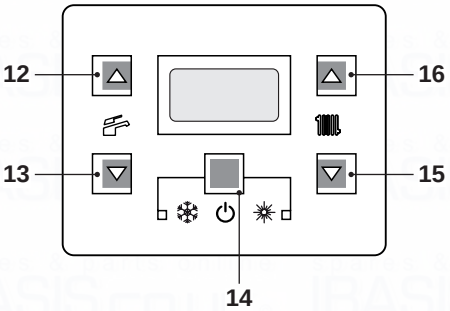
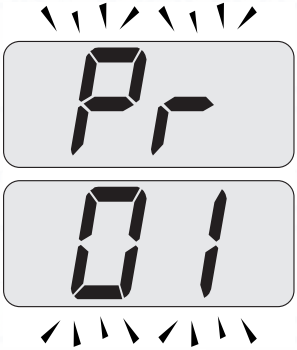
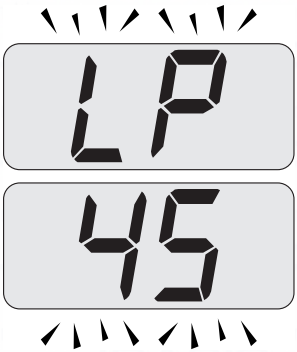
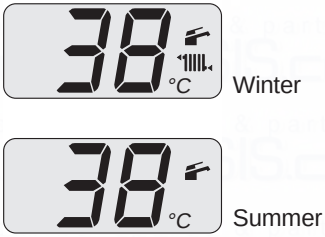

Fig. 9.17
Fig. 9.18
Fig. 9.19
Fig. 9.23
- Enter in "programming mode" by pressing keys 14 - 15 - 16 (Fig. 9.17) for 10 seconds at the same time until the letters **Pr** that alternate with code **01** are displayed on the LCD display, indicating that "parameter 01" (Fig. 9.18) has been activated.
- Press keys 15 and 16 (Fig. 9.17) at the same time until the LCD display displays the letters **LP** that alternate with the heating water temperature value (e.g.**45**), indicating the activation of the "chimney sweep function" at minimum output (Fig. 9.19).
- By pressing 16 (Fig. 9.17) it is possible to change power in chimney sweep mode: with the letters **hP** on the LCD display which alternate between the heated water temperature (i.e.**32**), we are in the “chim-
- Press keys 14 - 15 - 16 (Fig. 9.17) at the same time again to exit the "chimney sweep mode" and return to the previously set boiler status (Fig. 9.23).